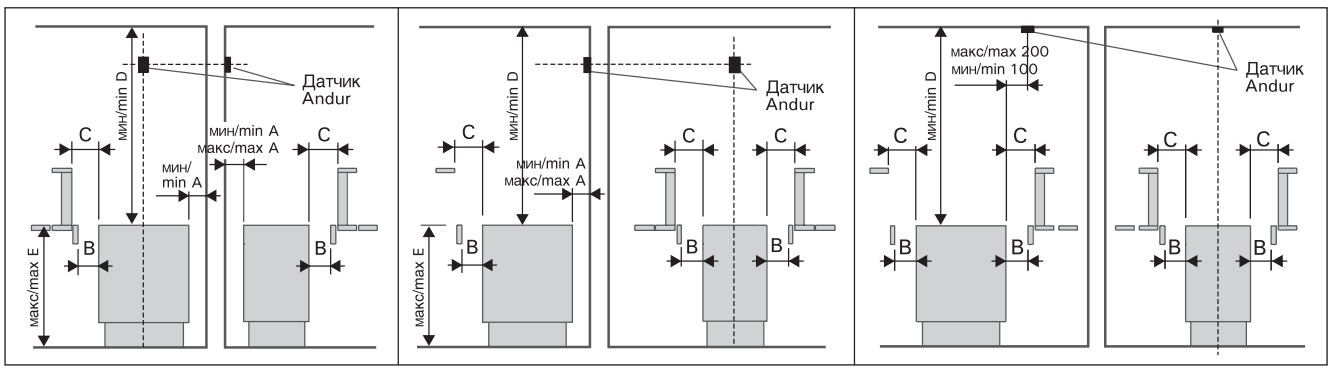

Рис. 3. Безопасные расстояния каменки. Вним.! Если значение E больше E макс., то И мин. = C мин.
- При расположении каменки выполняются условия минимальных расстояний, изображенных на рис. 3 и указанных в таблице 1.
Перед установкой необходимо принять во внимание минимальные расстояния до легковозгораемых материалов. См. табл. 1 и рис. 3.